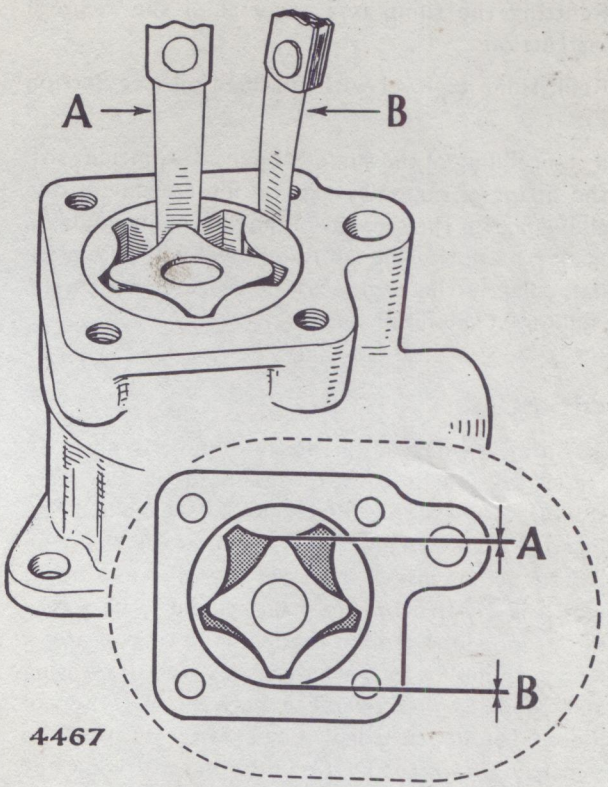

Fig. 11. *Checking oil pump rotor lobe tip clearance and clearance of outer rotor in pump body*
2. Side clearance between the top of the lobes on the inner and outer rotor as shown in Fig. 11. The maximum permissible clearance at the point "A" is ·010" (·25 mm.) and new parts should be fitted if this figure is exceeded.
See Fig. 11. on page 16.